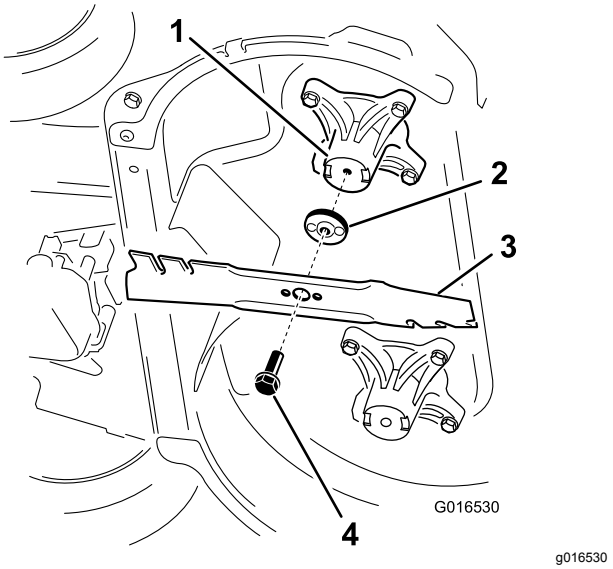

Figur 45
2. Ta bort alla knivar enligt Figur 45.
1. Montera den första kniven i vågrätt läge samt alla fästbeslag enligt Figur 45.